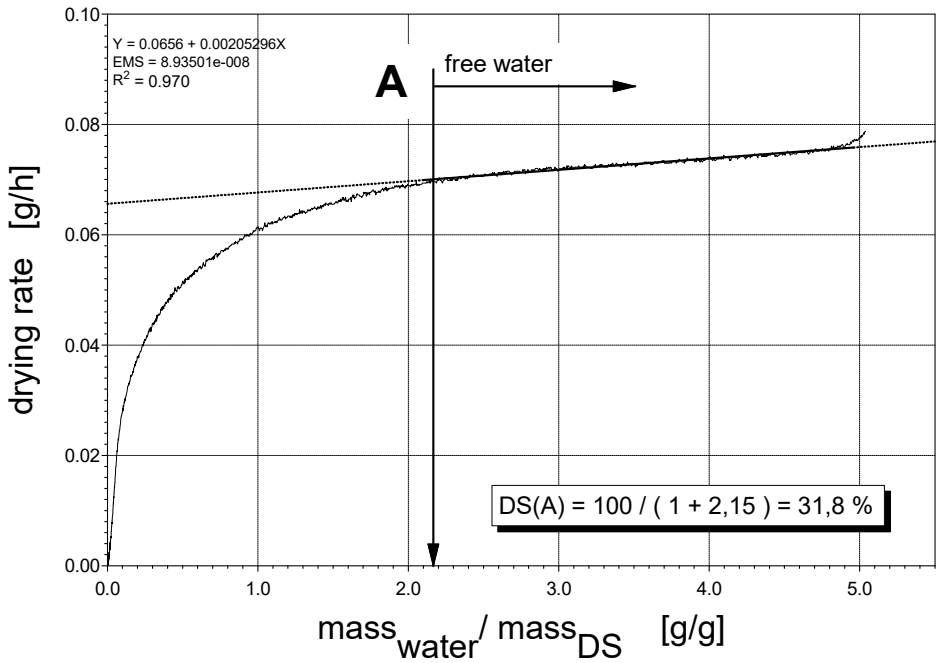

Fig. 10: Drying curve of a digested sewage sludge for an arithmetical abscissaas an example from digested sludge sample WWTP Hildesheim Germany
The most interesting fact for mechanical dewatering is the exact determination of free water content, which means point A of the drying curve. Therefore, it is useful, to plot the drying curve with an arithmetical scale (Fig. 10). As long as there is free water in sludge sample, the drying rate is linear. Here the drying rate is described by weight loss of the sludge for each time unit. At point A the drying rate decreases, because of capillary bonding of interstitial water to sludge and the calculated tangent does not describe the curve anymore. The solid content of sludge DS (A) can be derived from the moisture content of the sample.